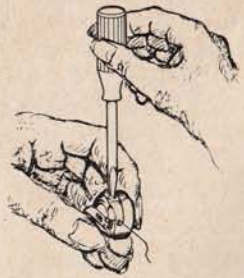

Abb. 14
11. Unterfadenspannung (Abb. 14)